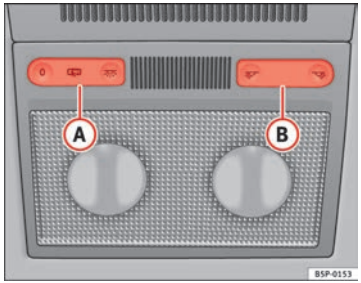

Fig. 78 Interior roof trim: front interior lighting
The switch (A) ⇒ Fig. 78 is used to select the following positions:
Push the switch to position O ⇒ Fig. 78.